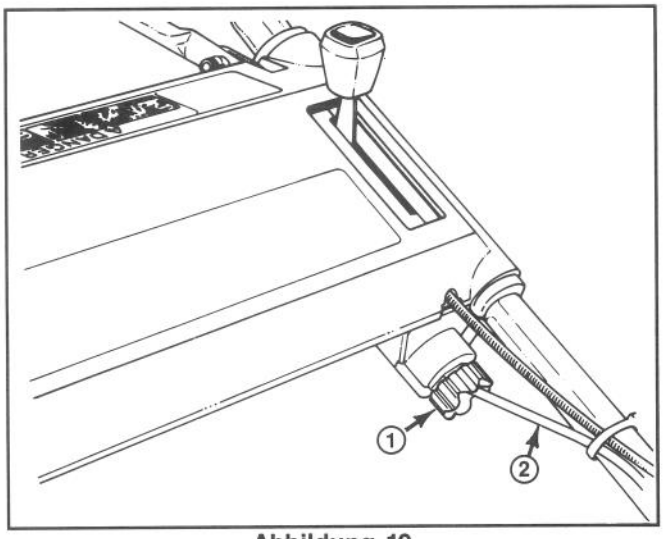

Abbildung 19
2. Den Einstellkopf (Abb. 19) um eine Halbe Umdrehung im Uhrzeigersinn drehen, um den Antriebsrahmen zu spannen, oder um eine halbe Umdrehung gegen den Uhrzeigersinn, um ihn zu locken. Dabei sollten Sie das Kabel halten, damit es sich nicht mitdrehen kann.